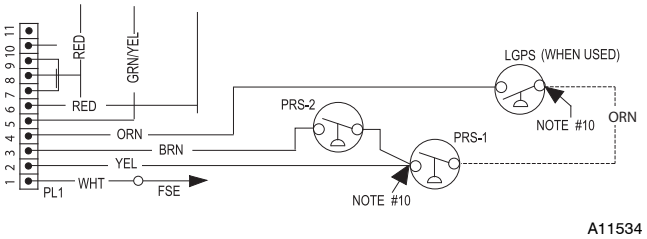

**Fig. 19 - Pressure Switch Wiring**
1. Remove the orange wire from the terminal on the Low Pressure Switch. (See Fig. 19)